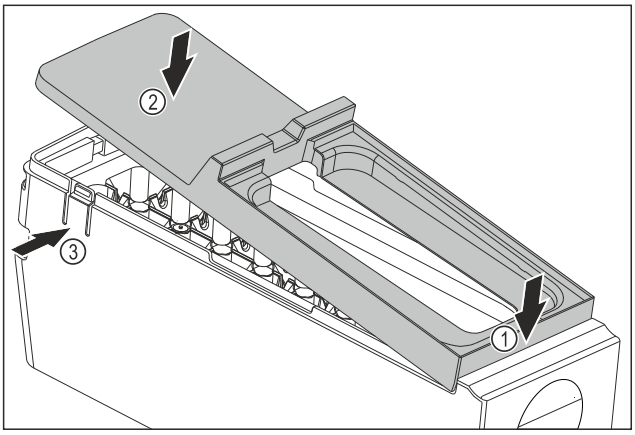

Fig. 108
▶ Monter le couvercle du corps de l'EasyTwist-Ice : Placer le couvercle à l'avant. *Fig. 108 (1)*
▶ Abaisser le couvercle à l'arrière. *Fig. 108 (2)*
▷ L'enclenchement du couvercle dans les deux languettes *Fig. 108 (3)* se fait entendre.